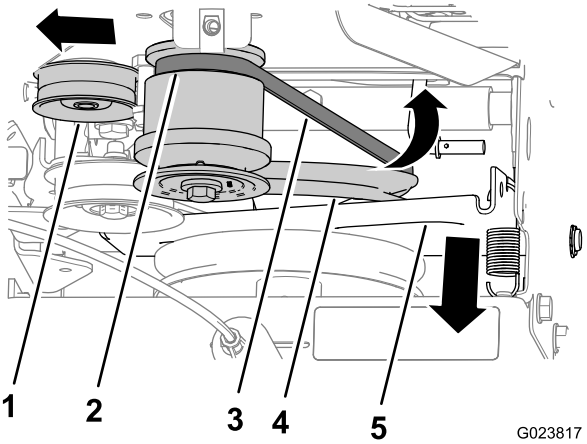

Figur 42
4. Skjut hjuldrivningsfästet och drivremskivan framåt (Figur 42).
5. Dra ut spännrullen (Figur 42).
7. Dra ut remmen ur den bakre skåran på motorremskivan och ta bort remmen från maskinen (Figur 42).
2. Placera remmen i skåran längst ner på drivremskivan (Figur 42).
3. Dra ut spännrullen (Figur 42).
4. Placera remmen i den bakre skåran på motorremskivan (Figur 42).